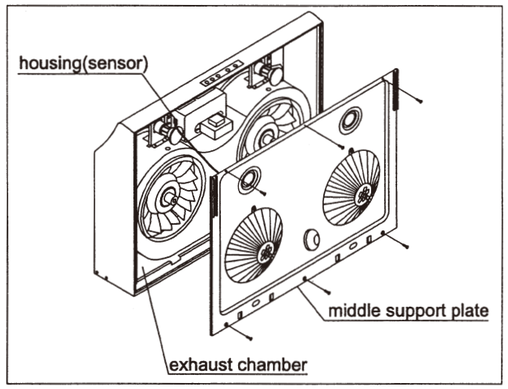
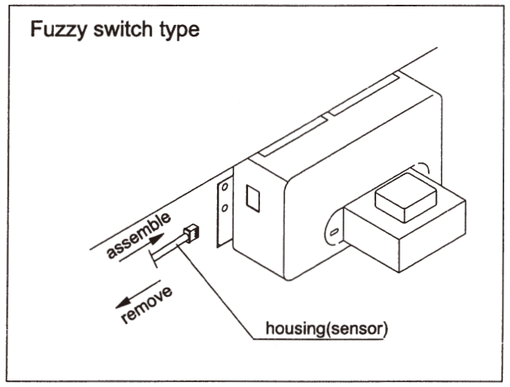
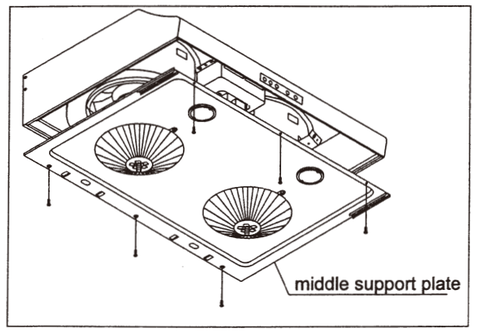

Fig. 12 Remove the middle support plate
Fig. 13 Plug the housing sensor
Fig. 18 Reattach the middle support plate
7. Loosen the screws on the middle support plate with a philips screwdriver. Remove the middle support plate and then pull out wire housing of sensor. After wire power supply cord, please make sure to plug the housing of sensor in before you re-screw the middle support plate up. (Fig.12/Fig.13)
12. After completed install, please assemble wire housing with lamp holder. (Fig. 13), then screw on middle support plate (Fig. 18).